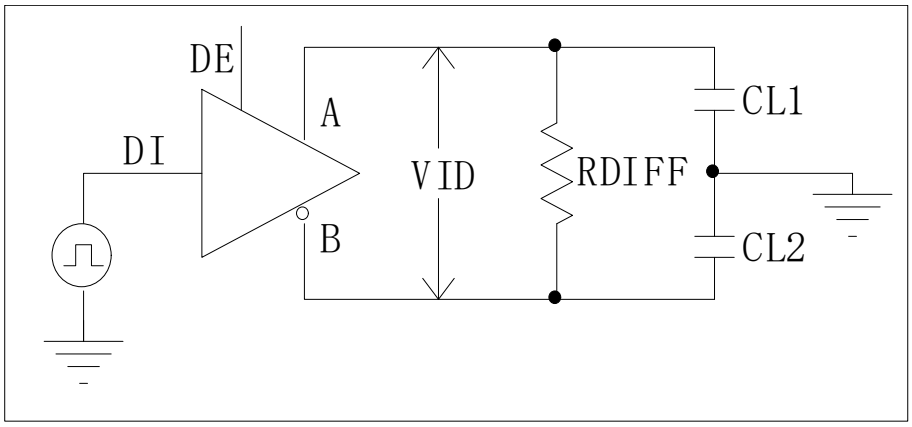

Figure 2 Driver Timing Test Circuit
(2) Test circuit is shown in Figure 2